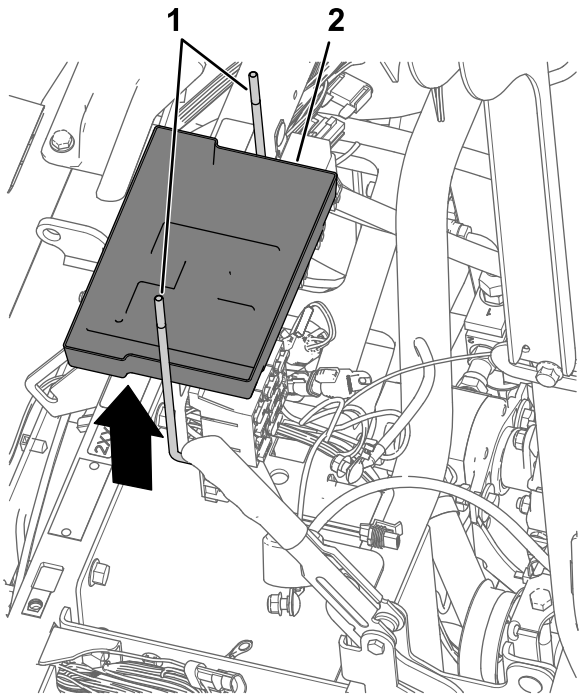

Figuur 171
5. Verwijder de 2 J-bouten en de accubak van de accubeugel (Figuur 171).